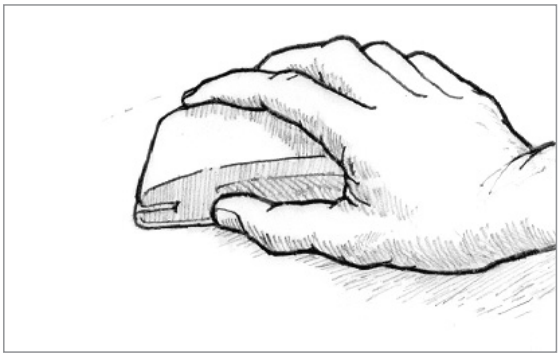

Figure 6-10 *Sand the fairing material to blend with the surrounding contour.*
6. Sand the fairing material to blend with the surrounding contour *(Figure 6-10)*. Begin with 50-grit sandpaper if you have a lot of fairing material to remove. Use 80-grit paper on the appropriate sanding block when you are close to the final contour. ***CAUTION!*** Don't forget your dust mask. Remove the sanding dust and fill any remaining voids following the same procedure.